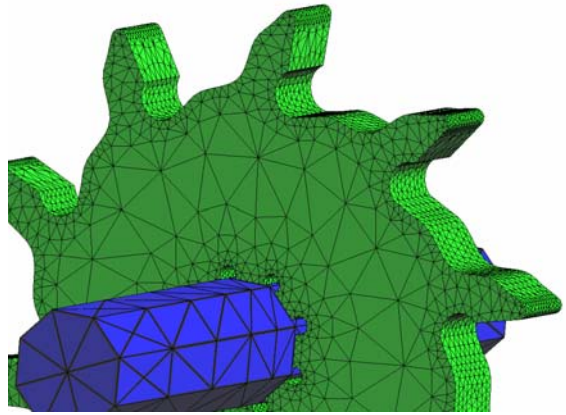

Figure 47. A detail of the mesh generated using Chordal Error
4. A greatly improved approximation has been achieved in zones containing curves and, more specifically, along the wheel profile and the profile of the hole (see Figure 47).